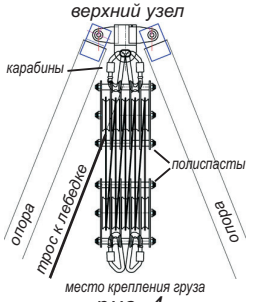

рис. 4
7. В кольцо верхней опоры с помощью карабинов закрепить систему полиспаста (рис. 4).